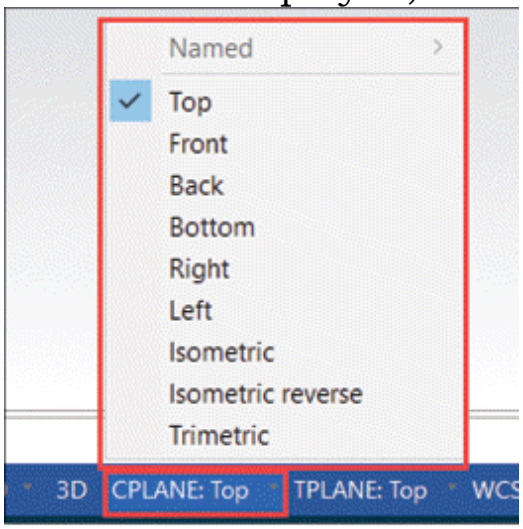

Figure-46. CPLANE flyout
- Click on the **CPLANE** button from the **Status Bar** to switch between various planes to use as construction plane of 2D objects. A flyout will be displayed; refer to Figure-46. Select desired plane for construction from the flyout.